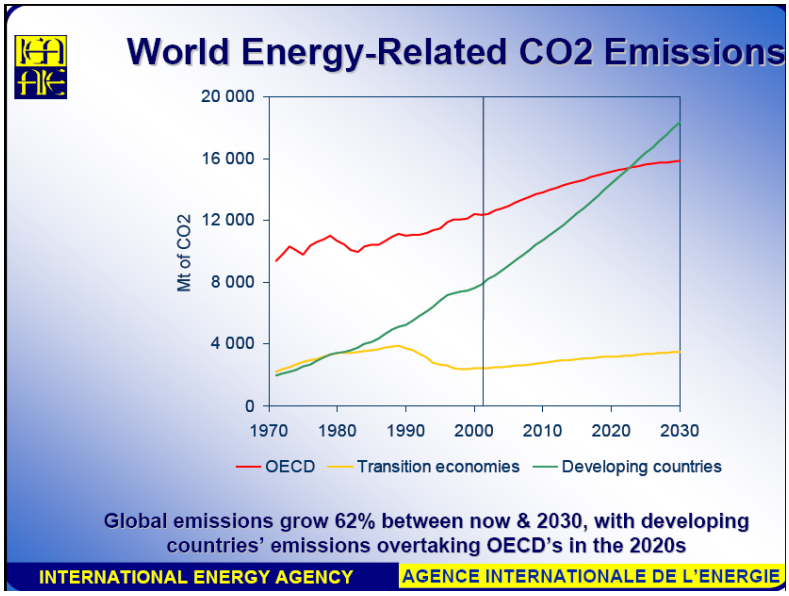

Figure 1 : Scénario de référence de l'AIE
Comme le montre la figure 1, les projections actuelles de l'Agence Internationale de l'Energie AIE ne prennent pas du tout ce chemin.
2. Il faut augmenter dans le bouquet énergétique la part des sources d'énergie qui n'occasionnent pratiquement pas d'émission de gaz à effet de serre (figure 1).